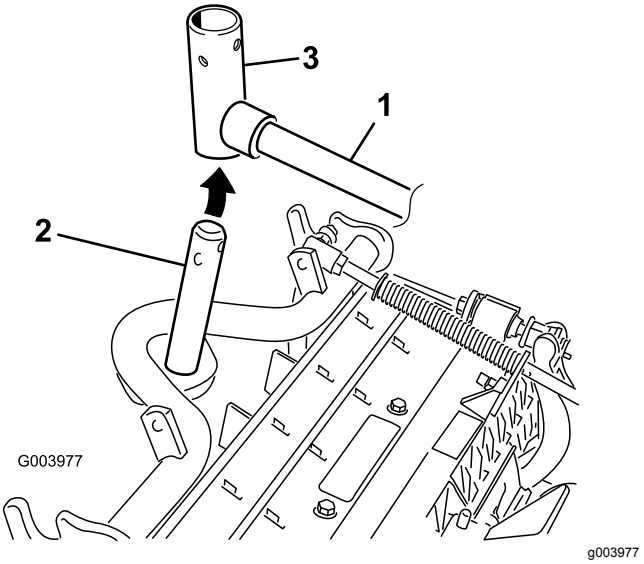

**Figur 11**
8. Vid montering av de främre klippenheterna ska en klippenhet skjutas in under lyftarmen samtidigt som bärramens axel förs upp och in i lyftarmens svängok (Figur 11).
B. Sätt i lyftarmens ok i bärramens axel (Figur 11).